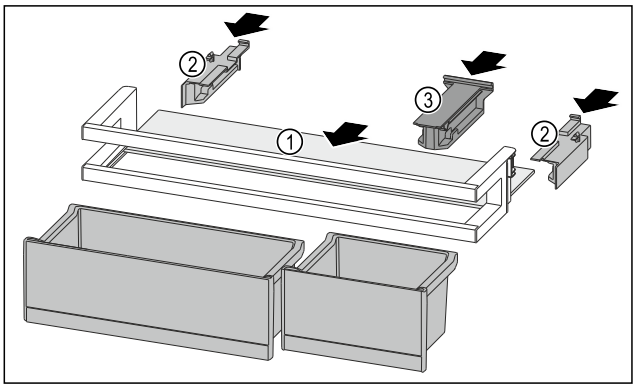

Fig. 162
▶ 将搁板 *Fig. 162 (1)*推入侧面凹槽。
▶ 插入侧面部分 *Fig. 162 (2)*。
▶ 插入定位件 *Fig. 162 (3)*。